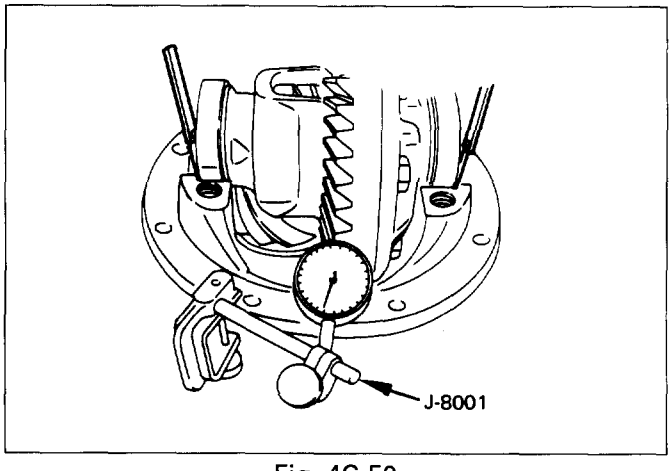

Fig. 4C-50
4) Adjust feeler gauge thickness from side to side until ring gear backlash is in the specified range (Fig. 4C-51).